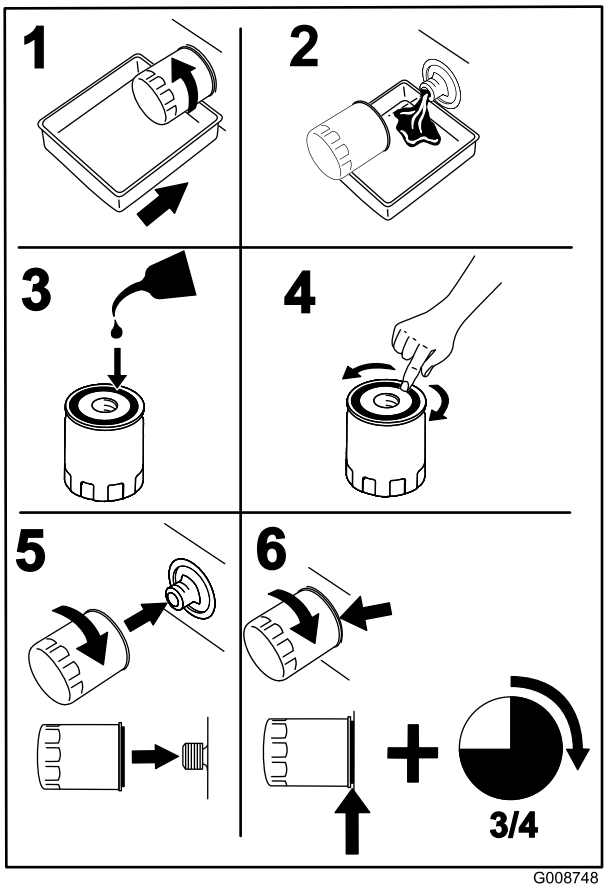

Rysunek 41
4. Umieść tacę ociekową pod filtrem oleju i obróć filtr w lewo, aby go wyjąć (Rysunek 41).